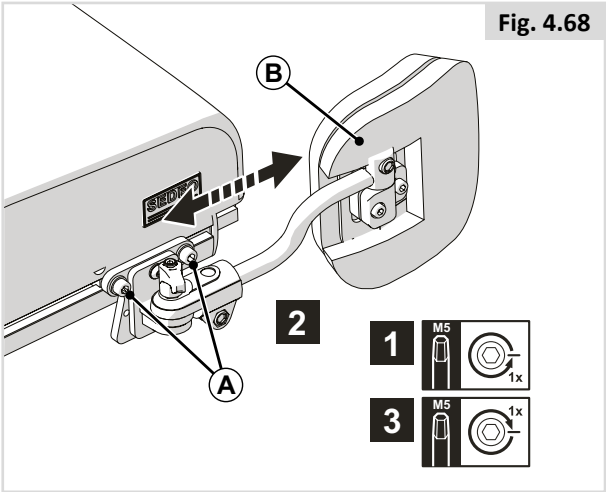

Fig. 4.68
Diepte kniesteun (fig. 4.68)
- Pas de heupriem aan tot deze past, maar laat niet meer dan een handbreedte vrij voor gemak en veiligheid (Fig. 4.68).